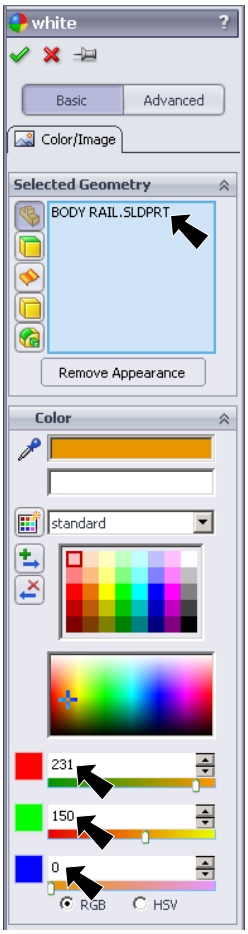

Fig. 3
Step 3. In the Appearances Property Manager, **Fig. 3**